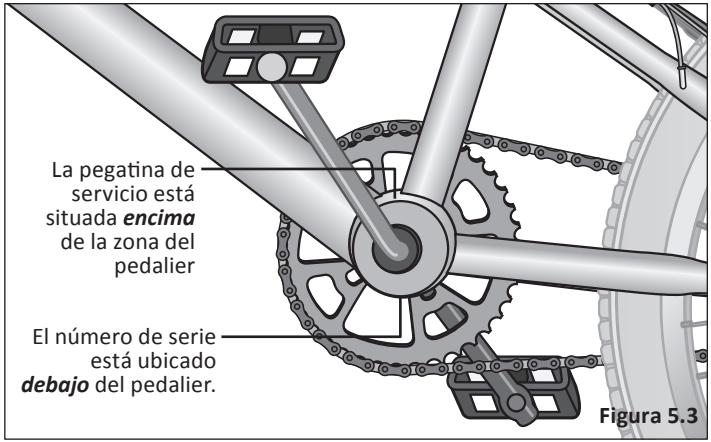

Figura 5.3
- Conserve un registro del número de modelo de la bicicleta. El número de serie está debajo del pedalier. El número de modelo está encima del pedalier. **Figura 5.3**